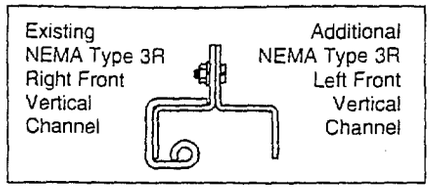

Figure 63: Securing vertical channels
7. Using the six 10-32 screws supplied in the cloth bag, secure the right front vertical channel of the existing Type 3R enclosure to the left front vertical channel of the additional Type 3R enclosure (figure 63).